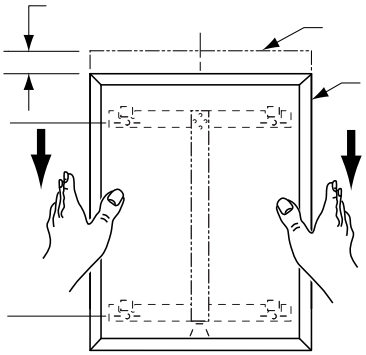

*Figure: 5*
**Lock Tab Design —** Locking devisec automatically secure mirri to concealed wall hanger when it is lowered into final position (see figure 5). Locking device may be unlocked by sliding Key between mirror and wall and depressing tab on back panel. If key is required, please the factory.